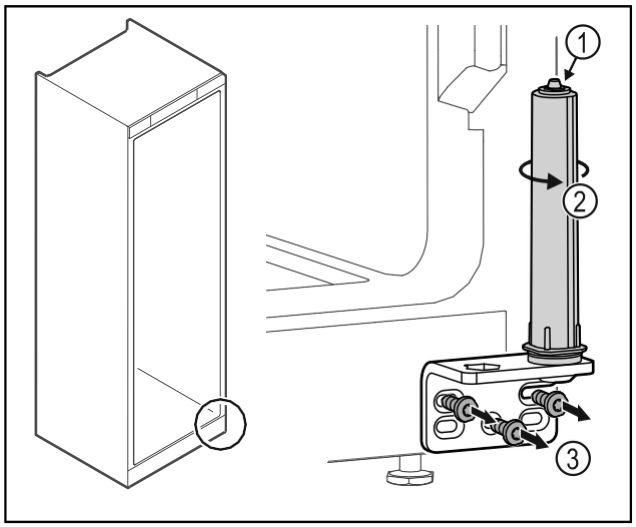

Fig. 24
▶ Türschließsystem nicht zerlegen *Fig. 24 (1)*.
▶ Schließsystem *Fig. 24 (2)* drehen, bis es klickt.
▶ Scharnierwinkel *Fig. 24 (3)* abschrauben.